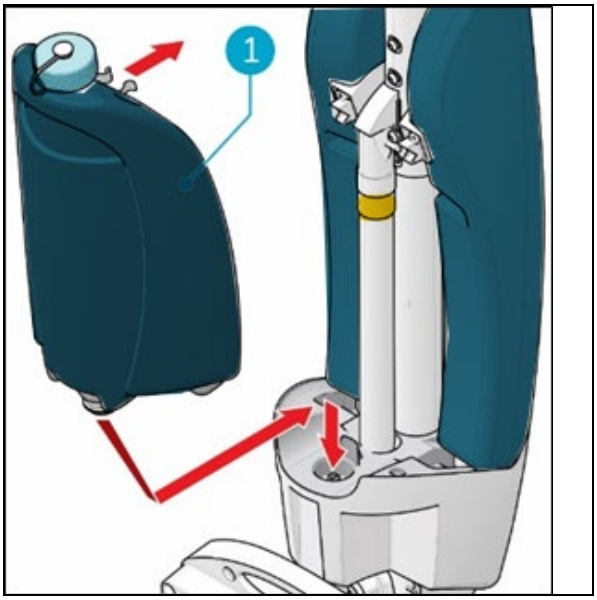

Figur 15
5. Sett tanken på i-mop® XL med ventilen først (Figur 15, pos. 1)